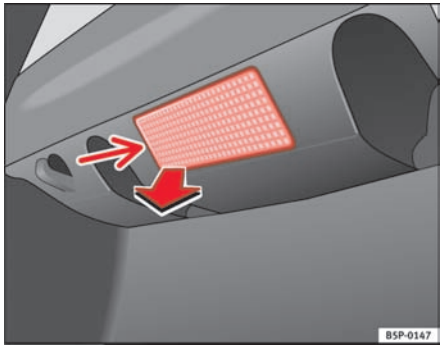

Fig. 175 Luggage compartment light
– Extract the tulip shaped fitting by pressing on the inside edge of this -arrow- using the flat side of a screwdriver ⇒ fig. 175.